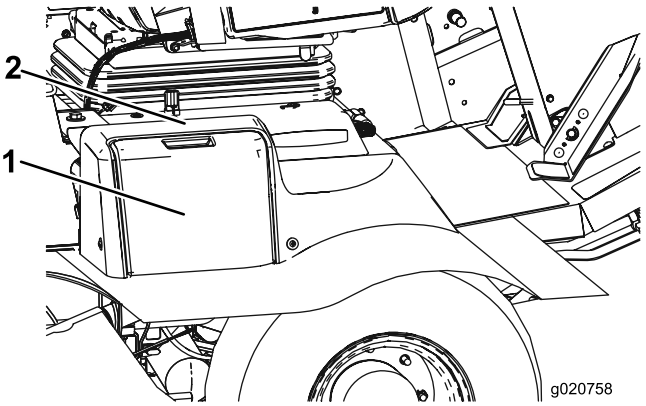

図 51
1. バッテリーカバーを開いてシュラウドの上に置く図 51。
注 バッテリーカバーの上部の平らな面を下向きに押すとカバーを簡単に外すことができます 図 51。